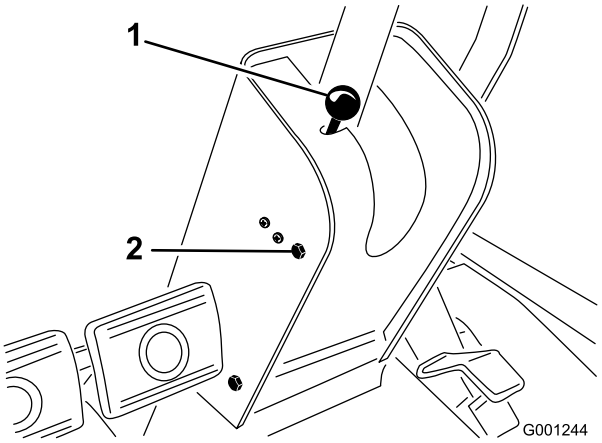

**Figur 68**
1. Fjern knappen fra stangen til parkeringsbremsen og skruerne fra ratstammekappen (Figur 68).